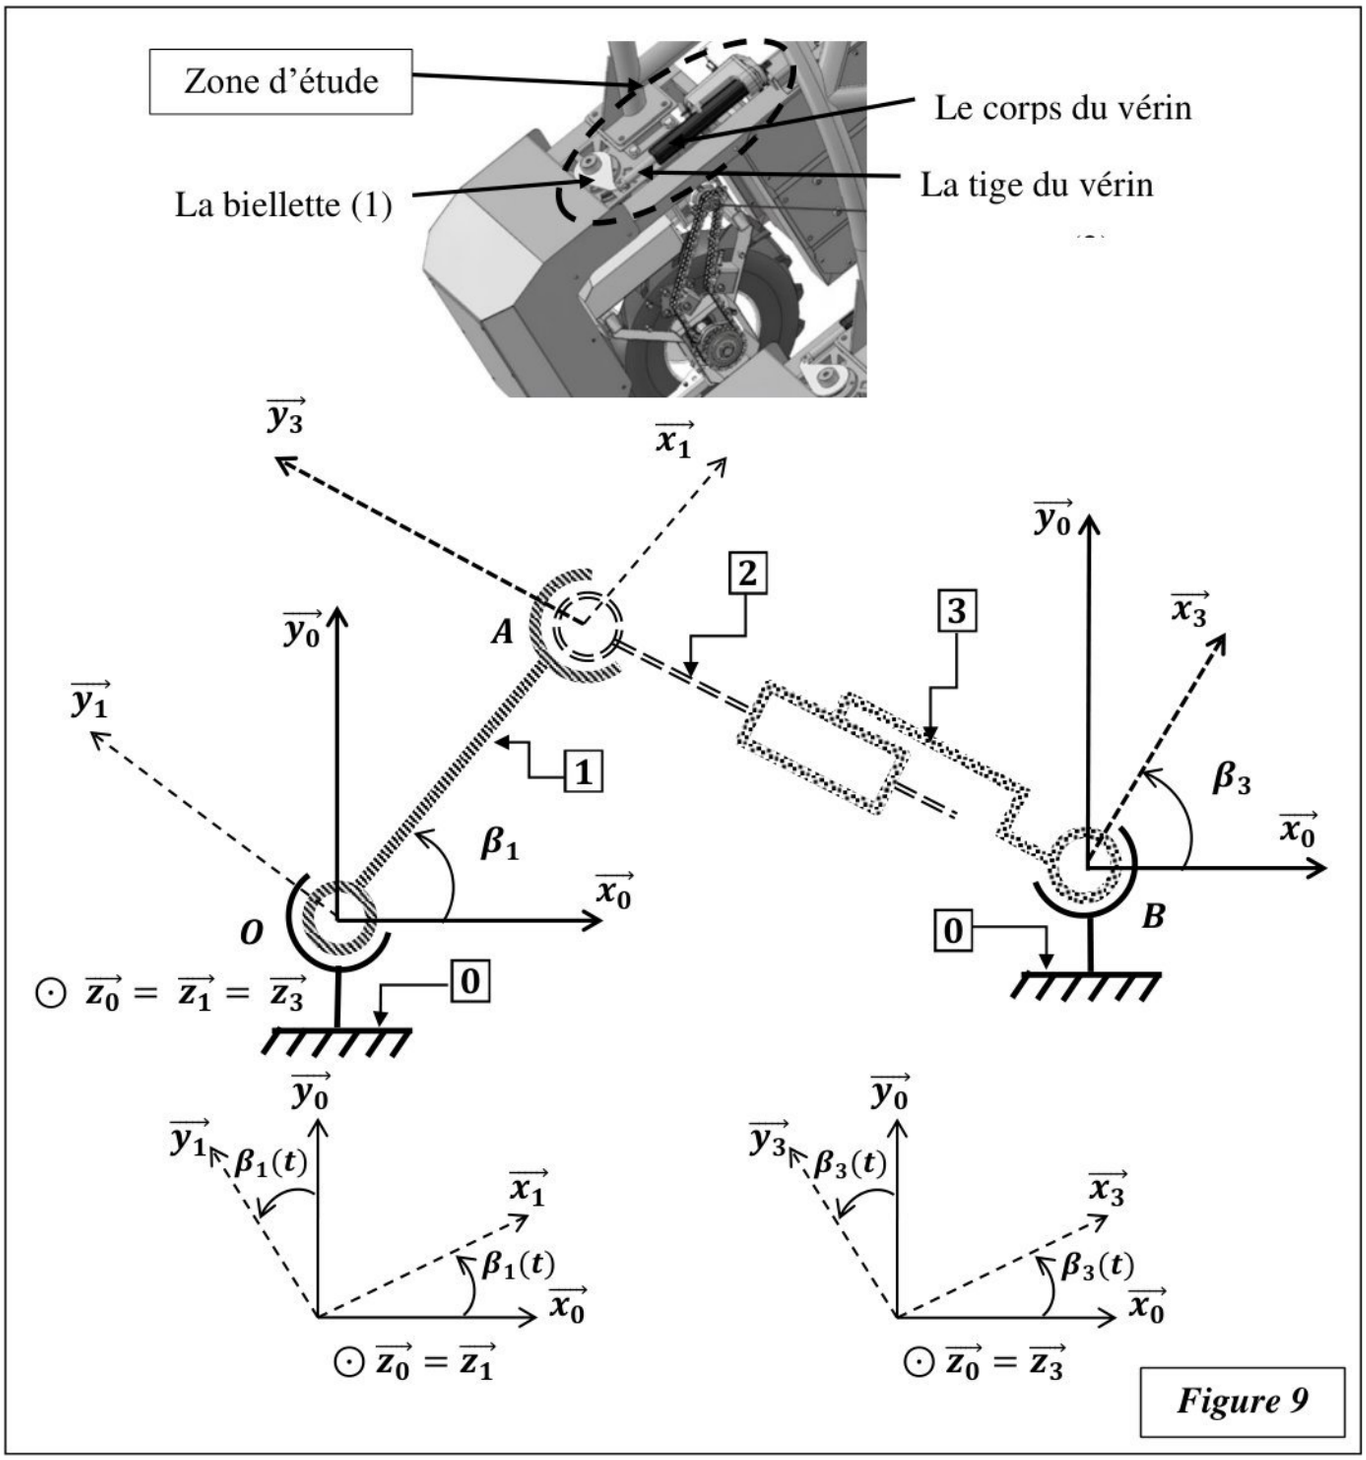

Figure 9
L'objectif de cette partie est de déterminé la loi entrée / sortie du système de braquage des roues du robot. Ce système de braquage repose sur un mécanisme de transformation du mouvement de translation en rotation, convertissant ainsi la translation de la tige 2 du vérin (2+3) en rotation de biellette (1) (Voir figure 9).